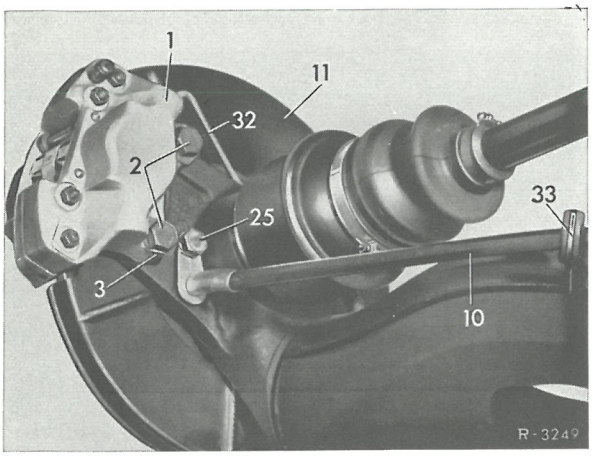

Fig. 42-3/6
2 Låseblik ombøjes, og sekskantbolt (2) skrues ud. Bremsetang aftages (fig. 42-3/6).